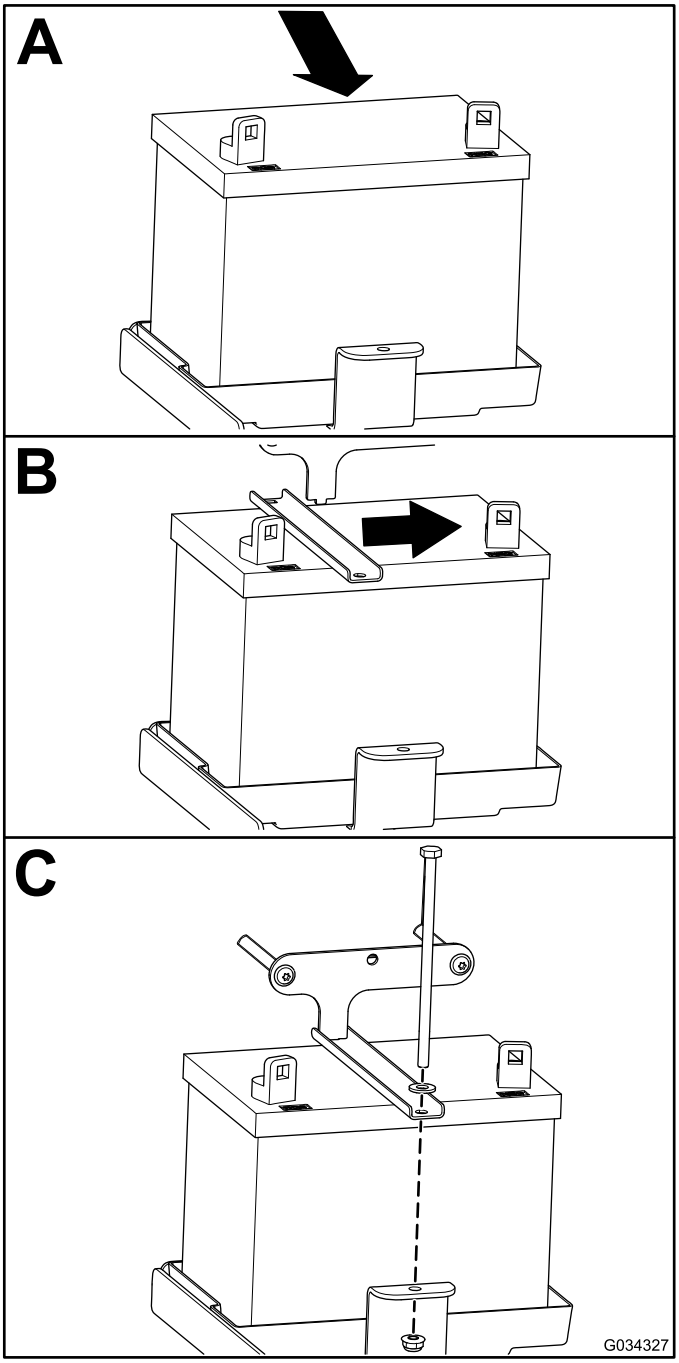

Rysunek 49
1. Zamontuj akumulator zgodnie z Rysunek 49.